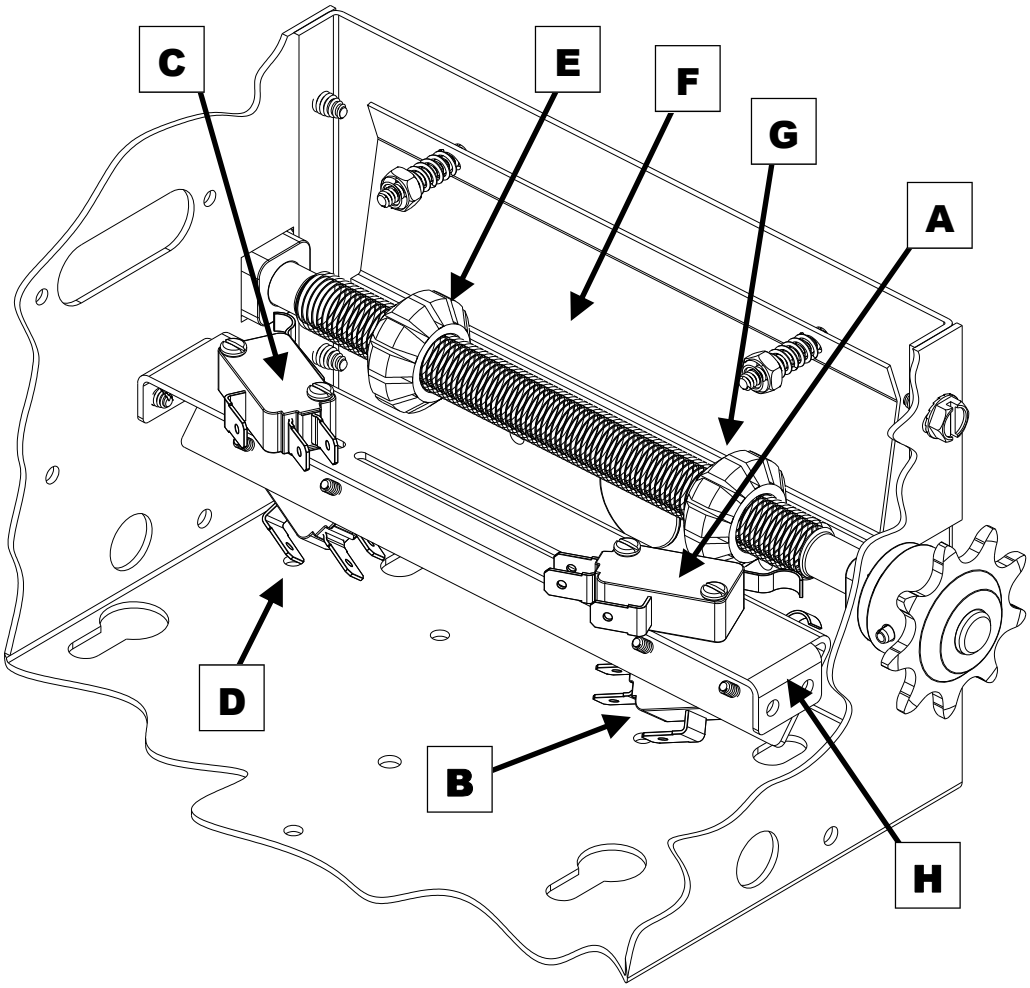

Figure 8
1) With the cover open on the electrical enclosure, reference Figure 8 below. There are four (4) switches (A, B, C, and D) mounted to the 'V' bracket (H). The limit switches are mounted in a fixed position to the underside of the 'V' bracket; with the Close Limit switch (B) on the right and the Open Limit switch (D) on the left. The Reverse Cutout switch (A) and the Single Button Selector switch (C, also could be Timer Engage switch depending on the model) are mounted to the top side of the 'V' bracket as shown. The switches are activated by the two limit nuts (E & G) on the threaded shaft which move laterally along the shaft as the operator opens and closes the door. When a limit nut nears the end of the shaft it activates a set of switches, upper switch first then the lower fixed limit switch.
2) Depress the Limit Nut Retention Plate (F) so it disengages from the slots in the limit nuts and move the Limit nuts to the center of the threaded shaft.
4) Depress the limit nut retaining bracket (F) so it disengages from the slots in the limit nuts. Turn the OPEN limit nut (E) on the shaft until it engages both the Single Button Selector switch (C) and the Open Limit Switch (D). You will need to listen for two audible clicks. Release the retaining bracket and be sure that it engages in slots of both limit nuts.
5) Manually lower the door to the fully closed position and repeat Step #3 with the Close Limit nut (G) and Reverse Cutout switch (A) and the Close Limit switch (B).
8) Adjustment of the Reverse Cutout switch (A) or Single Button Selector switch (C) is done at the factory and should not be needed in the field. Moving the Reverse Cutout switch closer to the center of the box will increase the point where the reversing feature cuts out (to allow for irregularity in the floor, etc.). The reverse cutout point is factory adjusted to approx. 4 inches off the floor.